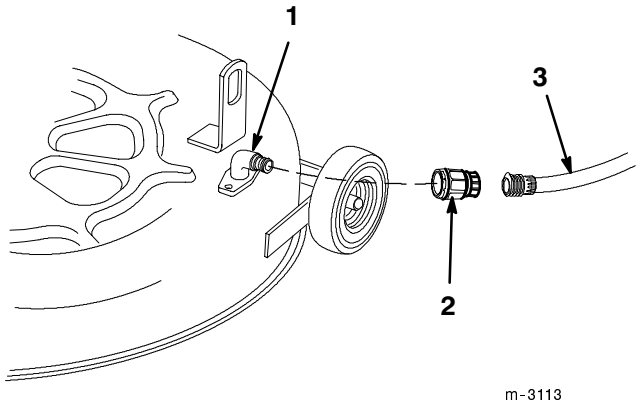

Figure 29
2. Connecter le raccord d'un tuyau d'arrosage à l'embout de lavage du carter de tondeuse, et ouvrir l'eau en grand (Fig. 29).